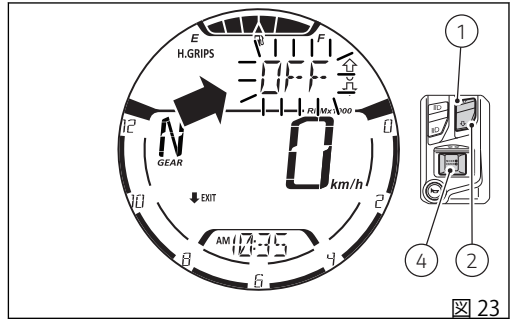

図 23
ボタン (4) を押してレベルを設定することができます。インストルメントパネルはヒーテッドグリップのレベル設定手順に入ります。現在のレベルが点滅し、"EXIT" 表示の前に下向きの黒色矢印が表示されます (図 23)。